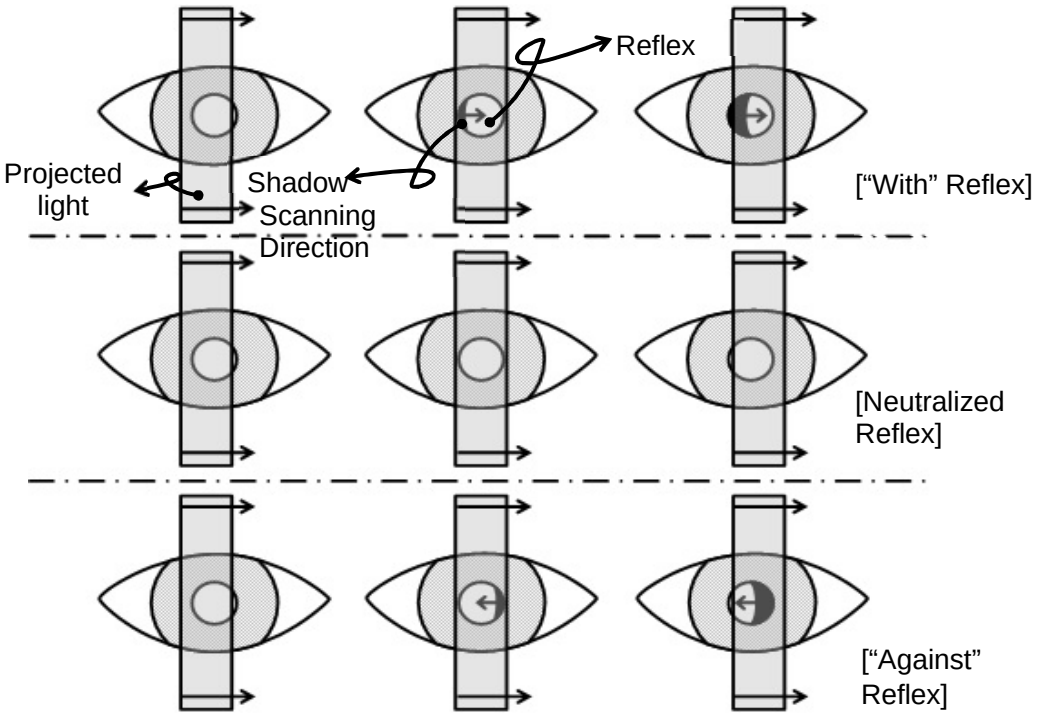

Fig. 3.4
*Note 1: The aforementioned principle (see Fig. 3.4) applies only to scanning with a divergent beam. Scanning with a convergent beam will give reverse results.